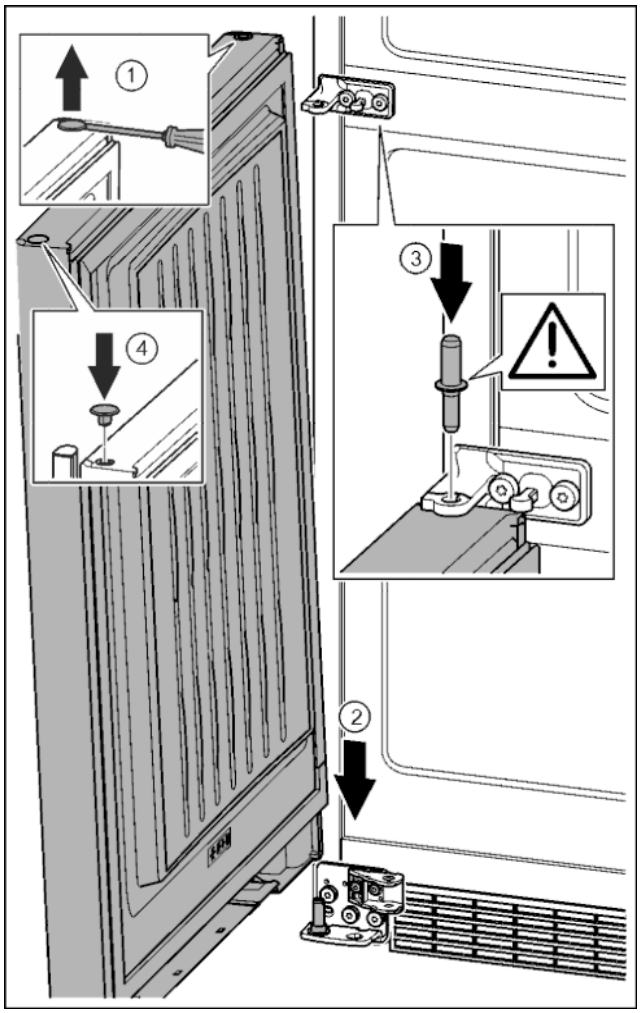

Fig. 36
- ▶ Осторожно приподнять шлицевой отверткой заглушку и извлечь ее. *Fig. 36 (1)*
- ▶ Заглушку снова вставить с другой стороны. *Fig. 36 (4)*
- ▶ Установить дверь сверху на нижний опорный палец. *Fig. 36 (2)*
- ▶ Вставить средний опорный палец через средний опорный кронштейн в нижнюю дверь. При этом следить за тем, чтобы выступ фиксатора был направлен назад. *Fig. 36 (3)*